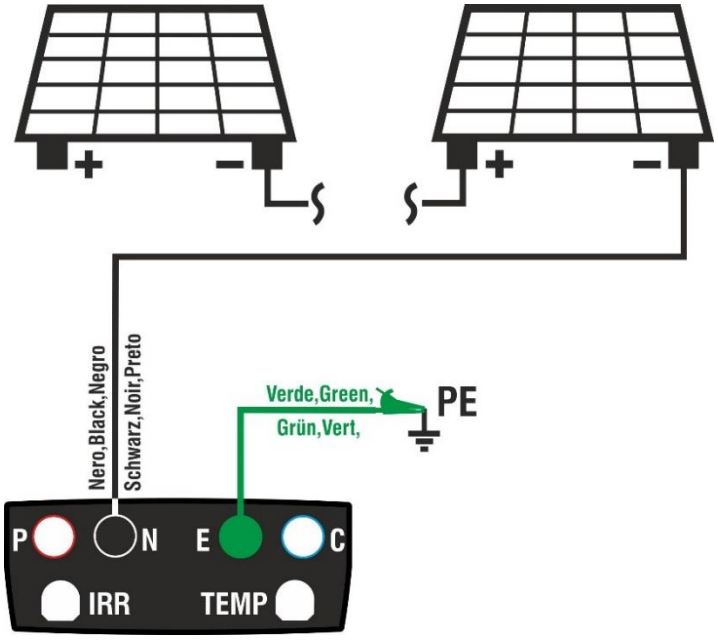

Abb. 8: Verbindung des Instruments für Isolationsmessung in Betriebsmodus TMR
8. Verbinden Sie das Instrument mit dem zu prüfenden PV-String, wie in der Abb. 8 gezeigt. **Der Test kann auch an mehreren parallel geschalteten Strings durchgeführt werden. Bitte beachten Sie, dass eventuelle, mit den Kabeln des/der Strings verbundene Überspannungsableiter abgetrennt werden müssen und dass es empfohlen ist, die Messung vor eventuellen Blockdioden durchzuführen.**